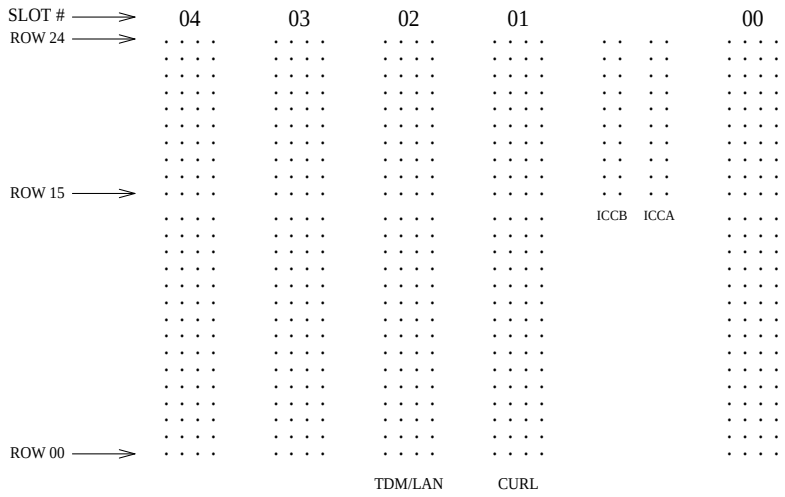
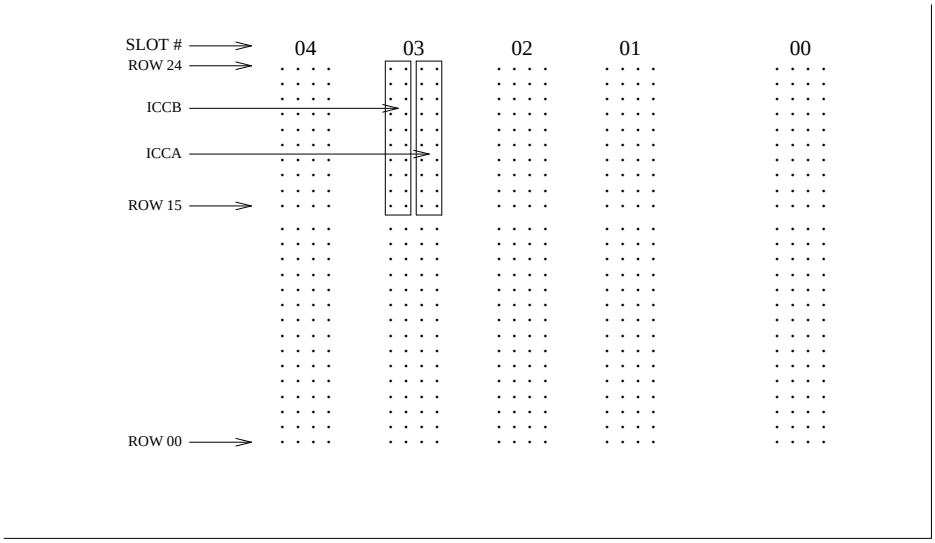

Figure 4-44. ICC Connections for Expansion Control Carrier
Figure 4-45. ICC Connections for Port Carrier
16. See CAUTION. Install the ICC cables (H600-204 G1) between carriers “A’’ and ‘‘B.’’ Connect the cables to the ‘‘ICC’’ pin-field block on both carriers (see Table 4-11 and Figure 4-44 and Figure 4-45). The cable is installed so that the dark red, blue, or purple stripe (depending on the supplier) is on the bottom at both ends.